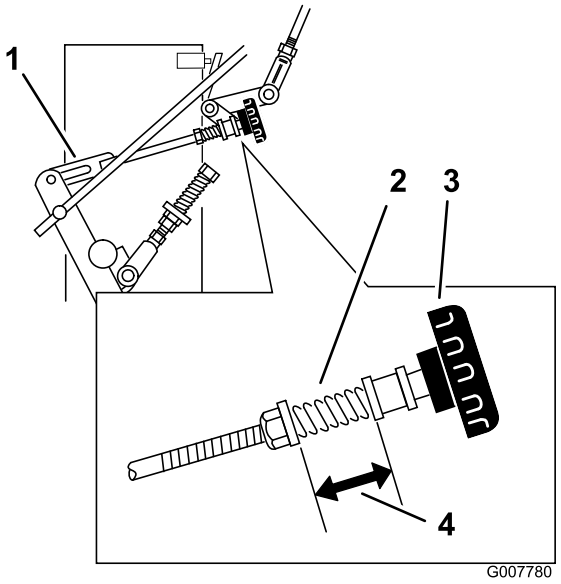

Figura 36
3. Ajuste el acoplamiento del lado derecho girando el mando de ajuste de la dirección en el sentido contrario a las agujas del reloj hasta que la rueda empiece a girar hacia adelante (Figura 36).
4. Gire el mando en el sentido de las agujas del reloj, 1/4 de vuelta a la vez. Luego mueva la palanca de control de la velocidad hacia adelante y hacia atrás a punto muerto. Repita esto hasta que la rueda derecha deje de girar hacia adelante (Figura 36).
6. El muelle que mantiene tensado el mando no suele necesitar ajustes. No obstante, si es necesario ajustarlo, ajuste la longitud del muelle hasta que la distancia entre las arandelas sea de 26 mm (Figura 36).
7. Ajuste la longitud del muelle girando la tuerca de la parte delantera del muelle (Figura 36).